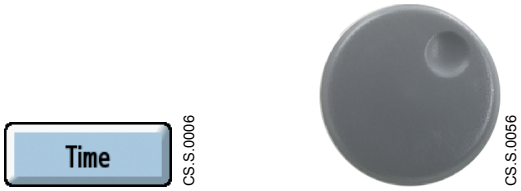

Figure 1-19 Example interface button (left); the Control Wheel (right)
2. Rotate the **Control Wheel** (see Figure 1-19, right) to the preferred setting.